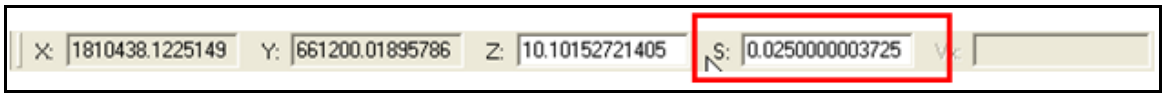

Figure 23. Scalar dataset edit box.
3. Change the value of the "S:" edit box (shown in Figure 23) and press "Enter." Note: only the first 9 significant digits are used. Disregard the remaining digits.